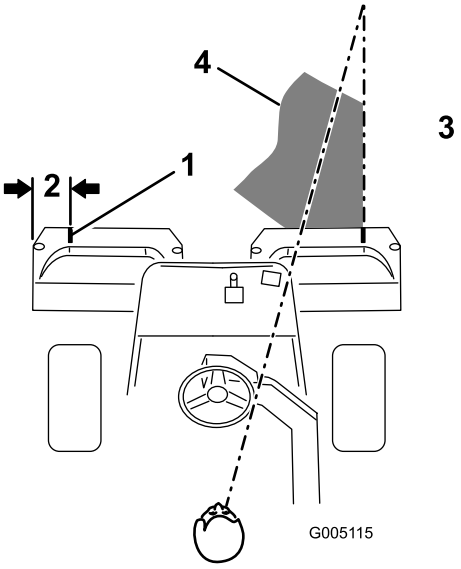
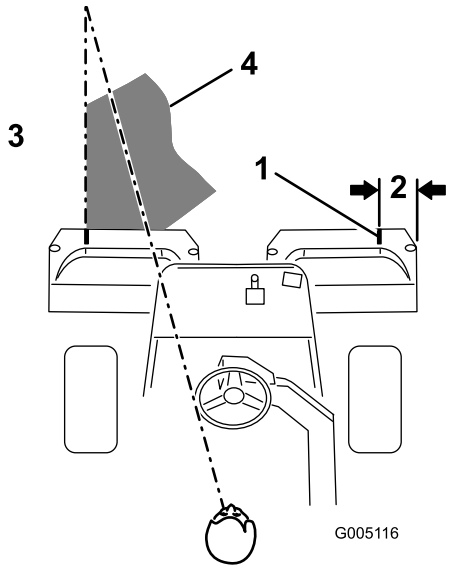

Figur 29
Figur 30
2. Placera en bit vit tejp eller måla en linje på varje korg parallellt med korgens ytterkant (Figur 29).
3. Överlappa den tidigare klippremsan så lite som möjligt under nästkommande vända. Etablera en tänkt siktlinje ca 1,8 till 3 m framför maskinen så att du klipper i en rak linje över greenen och håller maskinen på ett jämnt avstånd från förra klippvändans kant (Figur 29 och Figur 30). En del tycker att det är användbart att inkludera rattens ytterlinje som del i siktlinjen, d.v.s. att hålla rattkanten i linje med en punkt som alltid är på samma avstånd från maskinens framkant (Figur 29 och Figur 30).